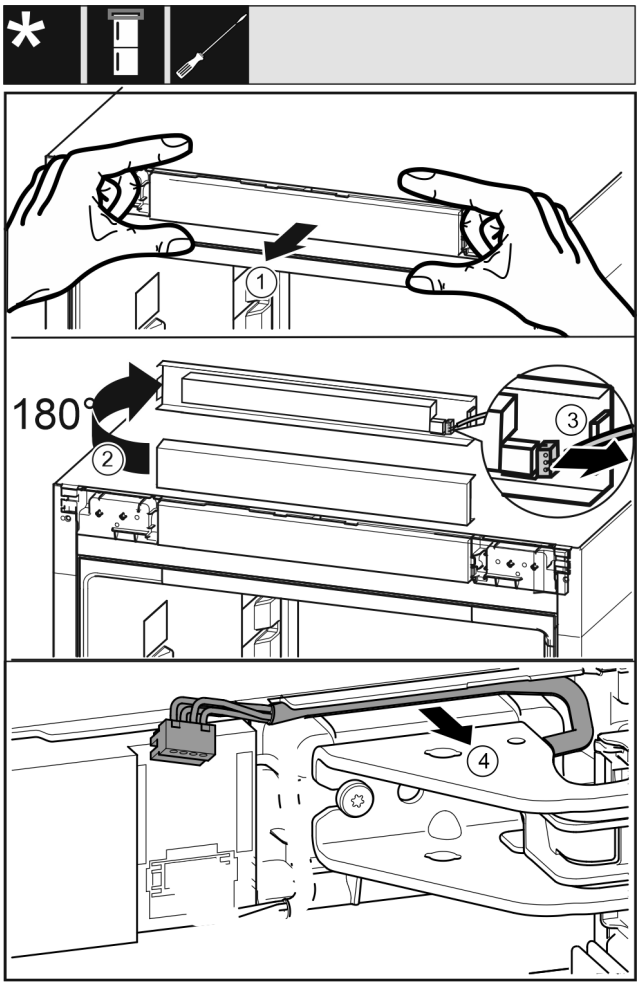

Fig. 23
- ▶ Atbrīvojiet vadības aizsegu *Fig. 23 (1)* uzmanīgi uz priekšu.
- ▶ Pagrieziet vadības aizsegu *Fig. 23 (2)* uz augšu par 180°.
- ▶ Spiediet fiksācijas izcilni *Fig. 23 (3)* uz aizmuguri un uzmanīgi izvelciet spraudni.
- ▶ Atbrīvojiet uzmanīgi kabeli *Fig. 23 (4)* virs gultņa balsta no vadotnes.